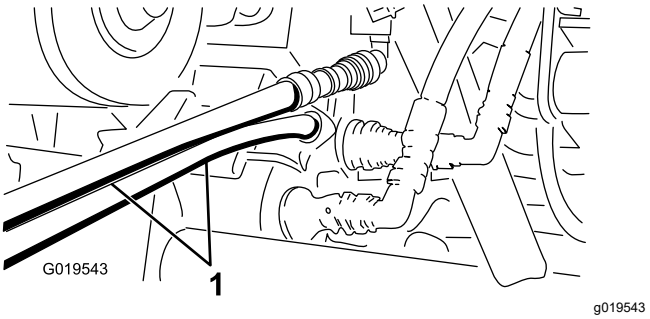

Figur 75
5. På den anden maskine: Forbind de to slanger med koblingen, der stadig sidder i koblingsholderen (forbind topslangen med topkoblingen og bundslangen med bundkoblingen) (Figur 75).